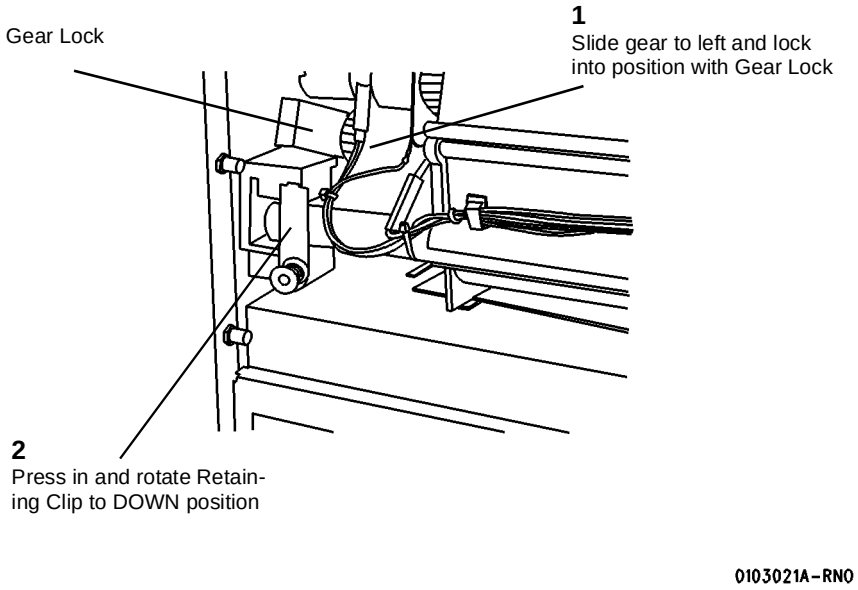

**Figure 7 Removing the Developer Module**
13. ( Figure 7 ): Prepare to remove the Developer Module.